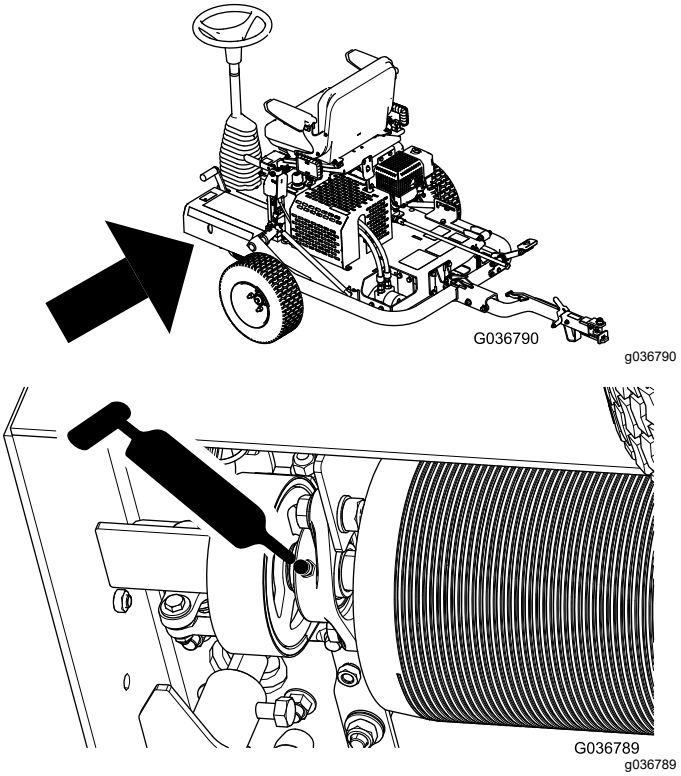

**Figur 26**
3. Pumpa in fett i smörjnippeln enligt Figur 26.